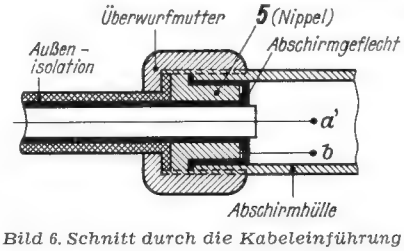

Bild 6. Schnitt durch die Kabeleinführung
6. Kabelseele freilegen und mit Punkt b verbinden. Damit ist die vollständige Schaltung hergestellt. Die ganze Anordnung wird nun von der Tastspitze aus mit einem Glasrohr überzogen. Ein passender Isolierschlauch erfüllt den gleichen Zweck. Die nun schon ziemlich stabile Konstruktion wird in die Abschirmhülle eingeführt, wobei der Nippel, Teil 5, das Abschirmgeflecht gegen die Rohrwandung preßt und damit Hülle und Kabelabschirmung leitend miteinander verbindet **(Bild 6)**. Überstehendes Geflecht wird abgeschnitten und die Überwurfmutter aufgeschraubt. Durch die zwischen Mutter und Nippel eingeklemmte Außenisolation wird das Kabel zugentlastet. Antennenkabel ist gegen Knickbeanspruchung recht unempfindlich. Ein besonderer Knickschutz ist daher nicht erforderlich, kann aber in Form einer passenden Spiralfeder angebracht werden.